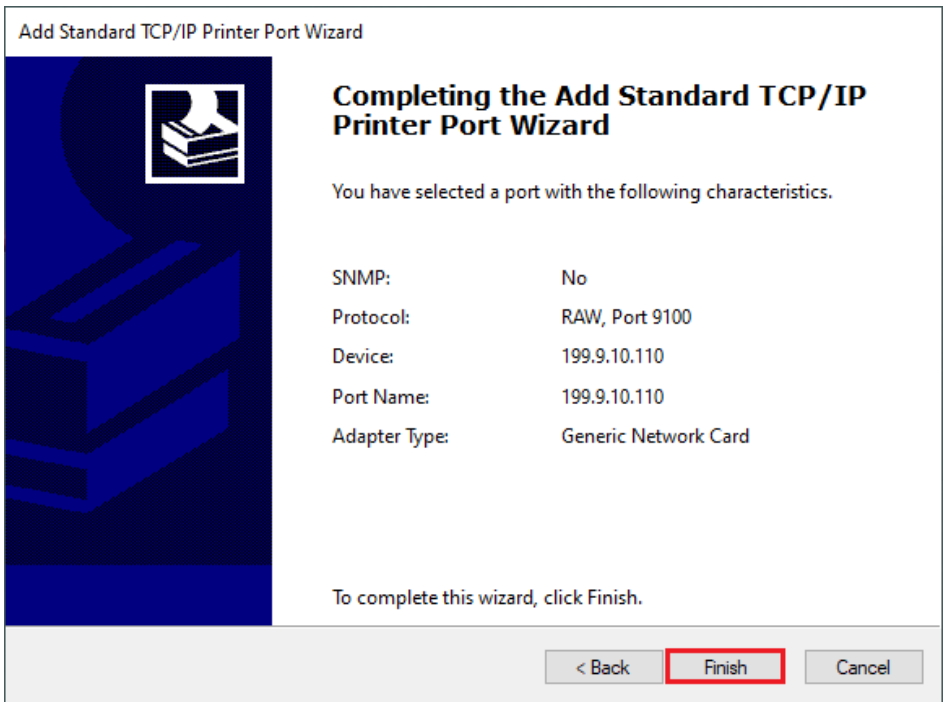

Figure 2-41 Complete adding Standard TCP/IP Printer Port
8. Windows will automatically detect the TCP/IP port. Click "Finish" to complete adding Standard TCP/IP Printer Port, as shown in Figure 2-41.